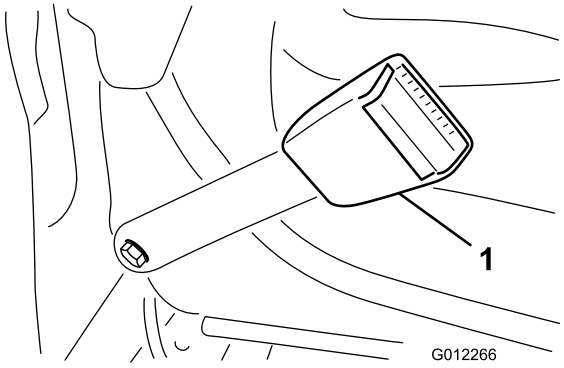

Figuur 6
1. Monteer het uiteinde van elk deel van de veiligheidsgordel aan de gaten in de achterkant van de stoel, met 2 bouten (7/16 x 1 inch), onderlegringen (7/16 inch), en veerringen (7/16 inch) (Figuur 6).